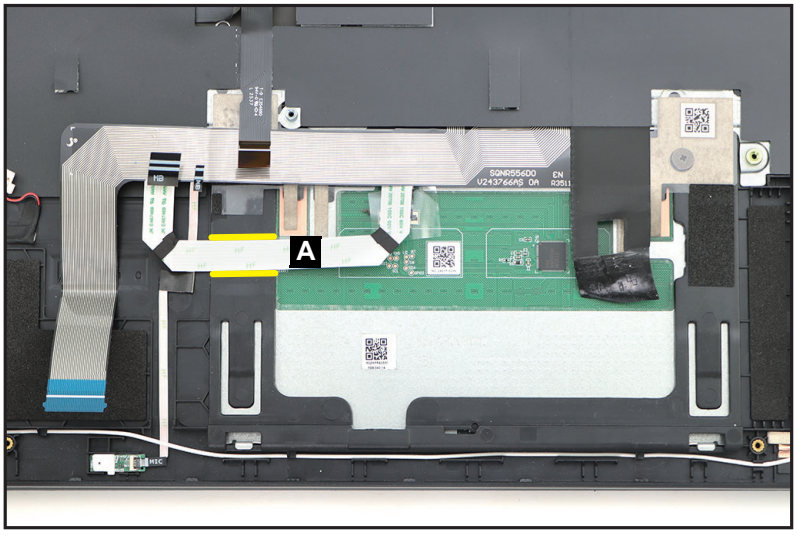

Figure 1-46. Touchpad Module Removal
1. Carefully detach the touchpad FFC (A) from its underneath adhesive (highlighted with the yellow lines) as shown in Figure 1-46.